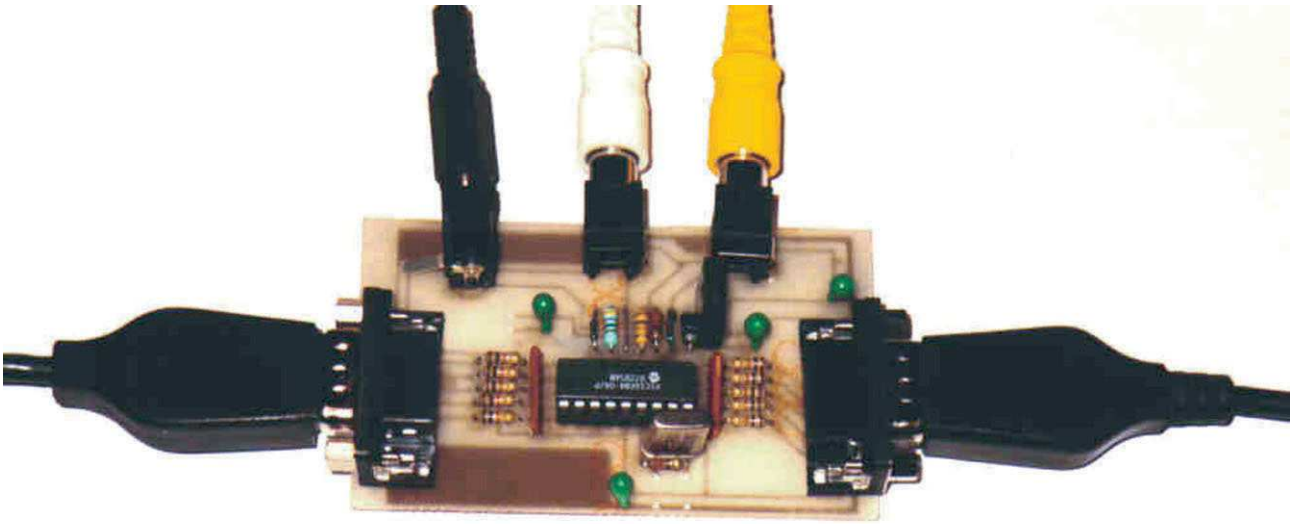

**Figura 1** *Foto della scheda PIC-PONG*
*Schema elettrico del Pic-Pong* **Figura 1**